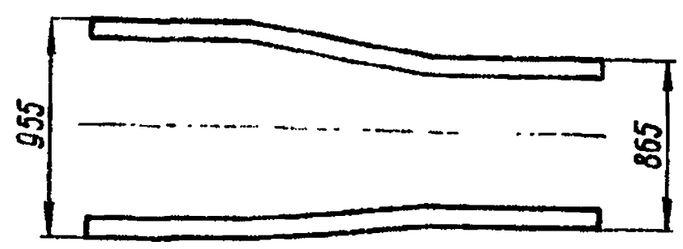

Рис. 371. Номинальные размеры ширины рамы
3. Размер рамы по ширине не должен отклоняться от номинального (рис. 371) на участках между поперечинами более чем на 4 мм, а на участках установки поперечин — на 2,5 мм.